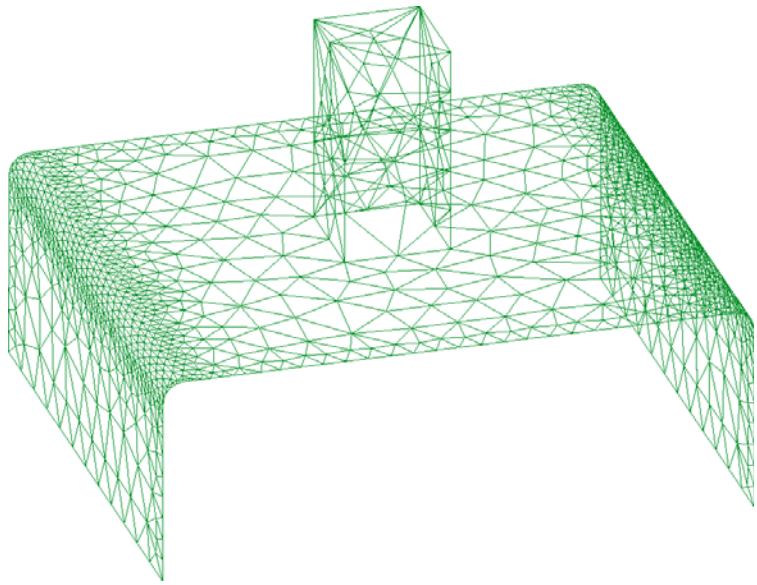

Figure 11. Mesh using the RJump mesher and assigning sizes by chordal error.
12. Another window appears in which you can enter a maximum element size. Leave the default value unaltered and click **OK**. This results in a high concentration of elements in curved areas, without the nodes in the lines and points that mesher skips. Now our approximation is significantly improved (see Figure 11).